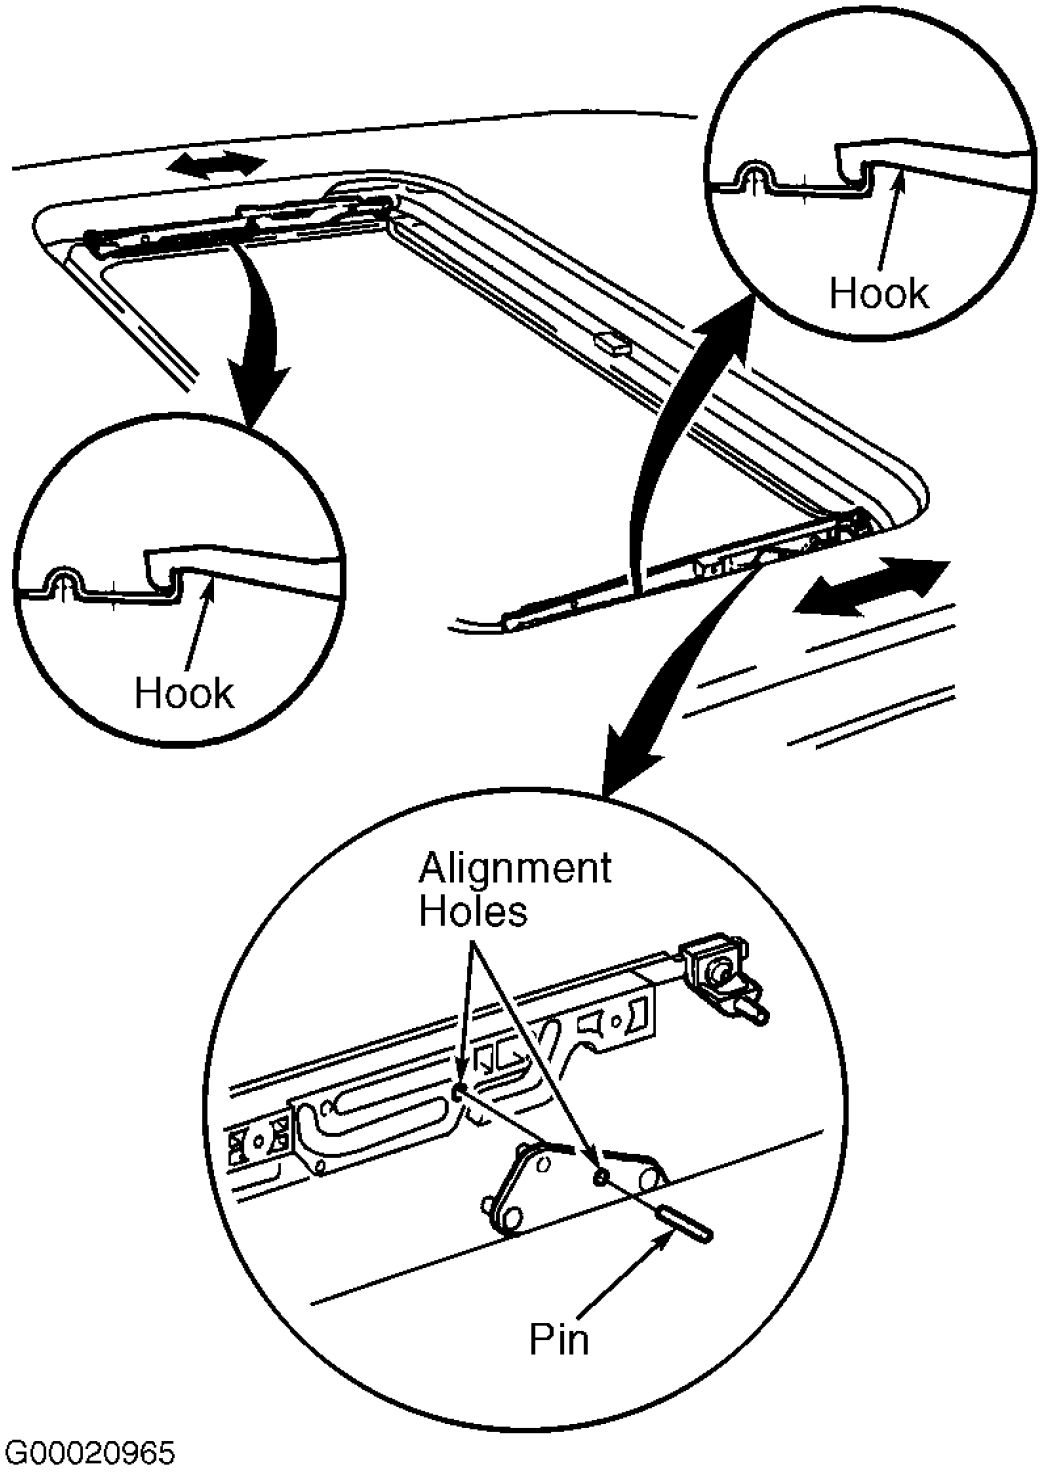

Fig. 37: Aligning Drive Cable (Camry - USA Built)
2. If sun roof housing was disassembled, adjust drive cable to a completely closed and tilted down position. Using a screwdriver, slide left and right cable assemblies forward or backward to align holes in cable arm and lift arm. Insert a .12" (3 mm) pin to ensure holes are aligned. Ensure hook is positioned as shown. See **Fig. 37** .